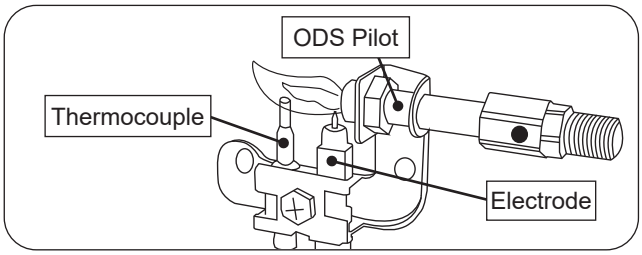

**Fig. 28-2** ODS Pilot assembly detail
**Wait five (5) minutes to clear out any gas. Then smell for gas, including near the floor. If you smell gas, STOP! Follow "B" in the safety information above. If you do not smell gas, go to the next step.**
3. Locate the pilot assembly on the burner system (see Fig. 28-2).